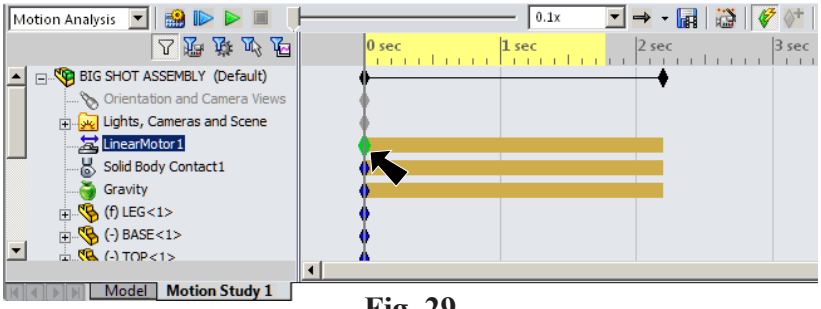

**Fig. 29**
Step 1. **Double click Key Point** ♦ at **Time = 0** in the **LinearMotor1** Timeline, **Fig. 29**.